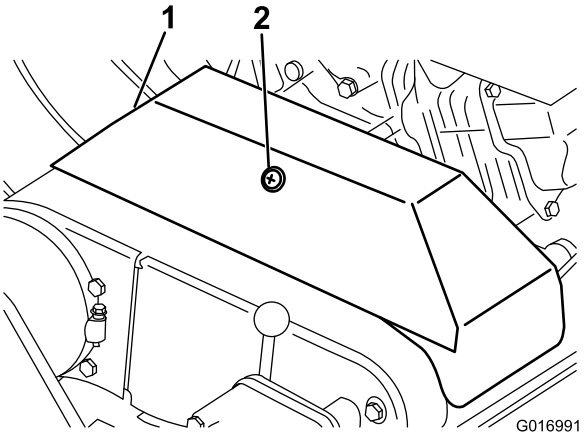

Figur 33
3. Løsne på holderen som fester V-remdekslet, og vri til dekslet åpner seg (Figur 33).